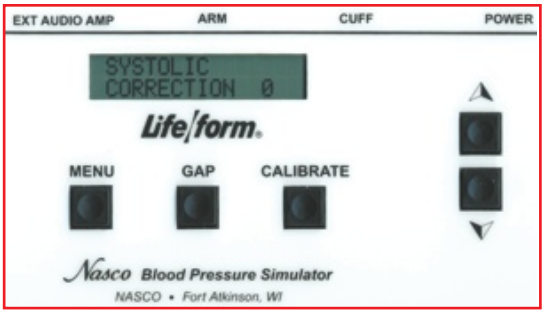

Figure 35
5. Set the systolic correction by pressing and holding the CALIBRATE key to the right of the GAP key. ***(See Figure 35.)***